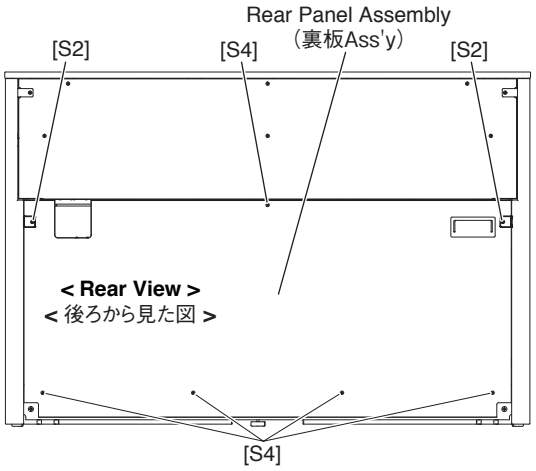

Fig.16（図 16）
15-1 Remove the five (5) screws marked [S4] and the two (2) screws marked [S2]. The rear panel assembly can then be removed. (Fig.16)
15-1 [S4] のネジ 5 本と [S2] のネジ 2 本を外し、裏板 Ass'y を外します。(図 16)